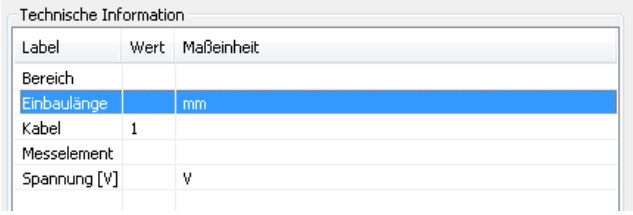

Bild 36.46 – Der neue Datensatz wurde in die Produktinformationen übernommen.
- Öffnen Sie dann einen *Fühler* zur Bearbeitung, so finden Sie den neuen Eintrag unter der Rubrik *Techinfo* (Abb. 36.46).